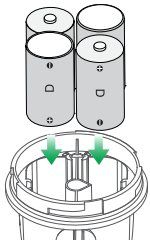

Figura 2
2. Coloque las baterías según las marcas de polaridad (+ y -) indicadas dentro del compartimiento para pilas (ver **Figura 2**).